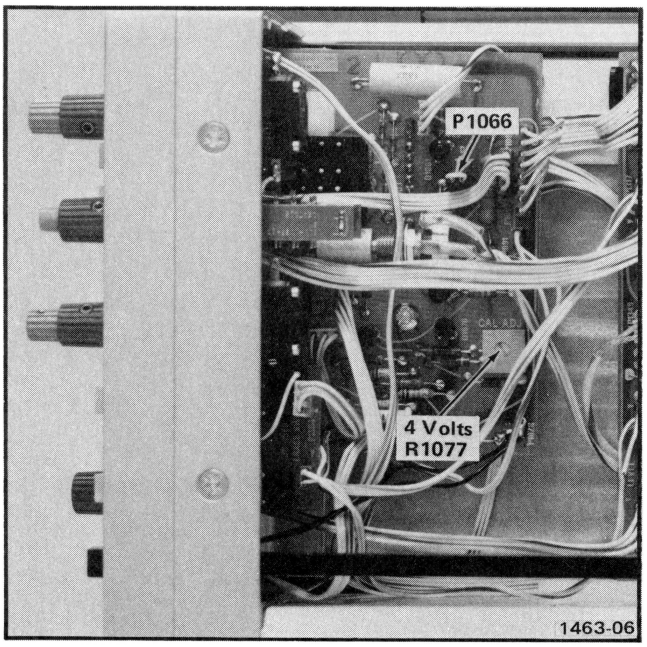

Fig. 2-6. Location of calibrator adjustments on Calibrator board.
a. Change the jumper P1066 to the dc position. See Fig. 2-6 for location.
d. Adjust—4 Volts, R1077, for a meter reading of exactly 4 volts. See Fig. 2-6 for adjustment location.
a. Change jumper P1066 to the 1 kHz position. See Fig. 2-6 for location.